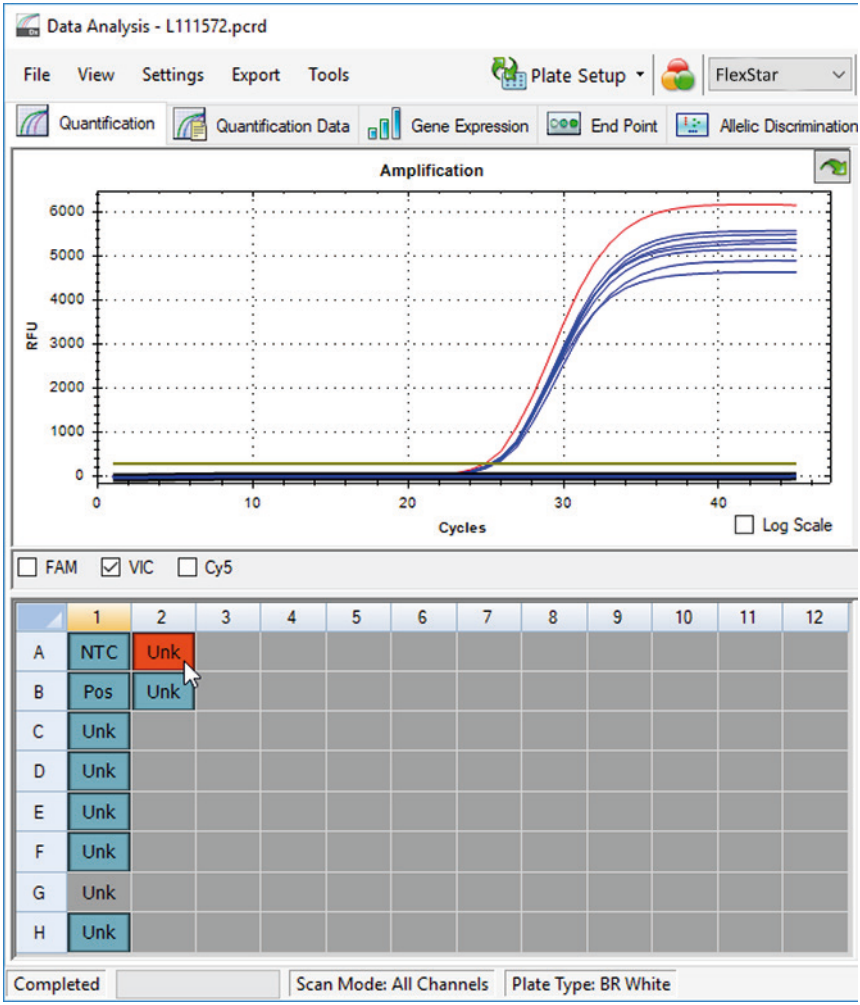
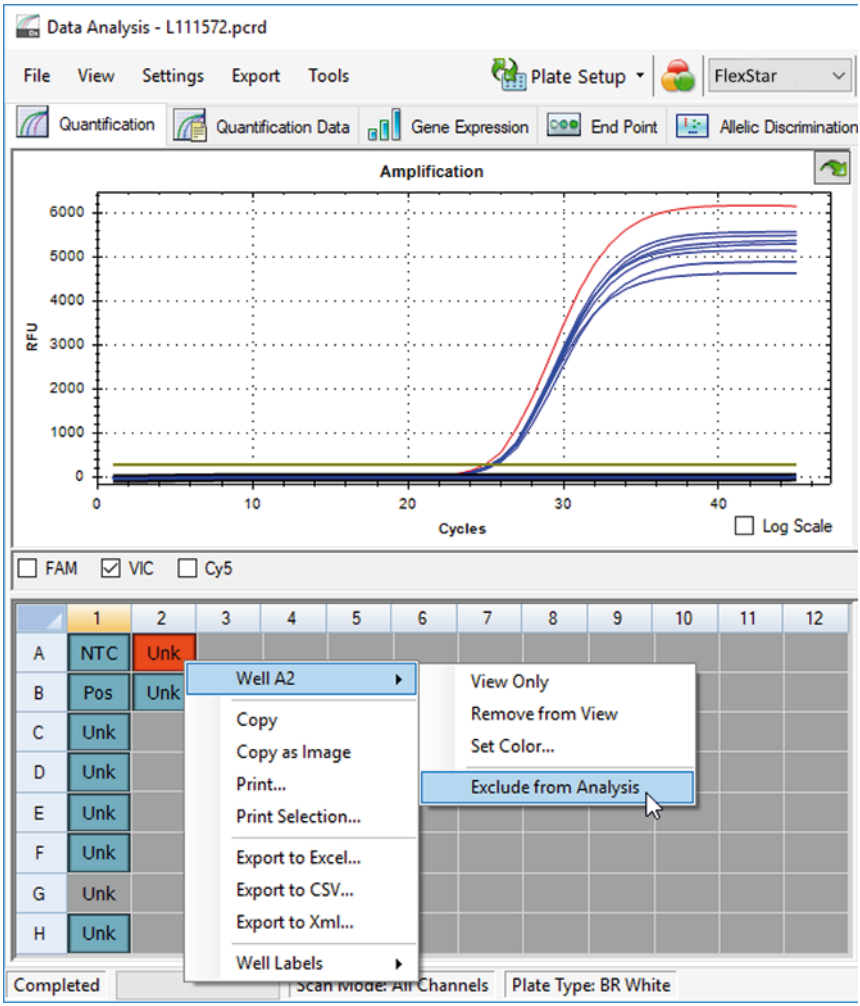

Figura 11: Ejemplo de ventana Data Analysis (análisis de datos): pocillo no válido
Figura 12: Ejemplo de ventana Data Analysis (análisis de datos): exclusión de un pocillo no válido del análisis
3. Haga clic en cada pocillo que contenga datos no válidos conforme a los capítulos que van desde el 7.4.8.2 Validez de una serie PCR de diagnóstico hasta el 7.4.8.3 Validez de los resultados para una muestra con el botón derecho del ratón y seleccione **Well...** → **Exclude from Analysis** (pocillo... → excluir del análisis) (consulte la figura 11 y la figura 12).